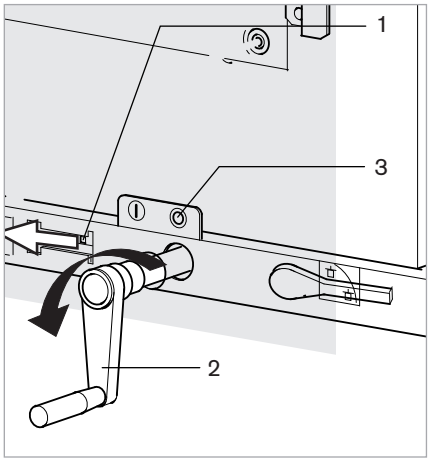

Fig. 39
1. Poussez la tirette d'interverrouillage (Fig. 39, repère 1) vers la gauche et maintenez-la. Insérez la manivelle dans l'orifice de la porte jusqu'à l'arbre d'entraînement du module pont de barres (2).
2. Tournez la manivelle dans le sens anti-horaire jusqu'à ce que l'indicateur de position au-dessus de la manivelle indique "O" (Fig. 39, repère 3). Retirez la manivelle.